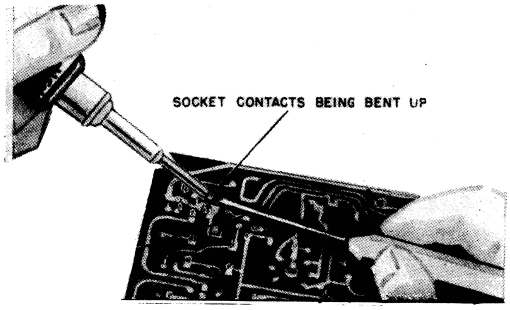

FIGURE 9. Bending Up Valve Socket Contacts to Permit Removal of Socket.
2. Apply the soldering iron to each lug (including grounding lug) and bend the socket lugs upward from the copper foil with a screwdriver. *See Figure 9.* Note: That on some boards, the socket lugs are folded back.